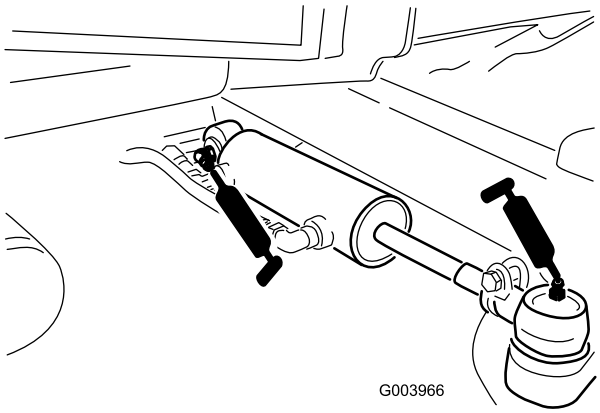

**Figur 82**
- Styresylinderens kuleledd (2) (Figur 82)